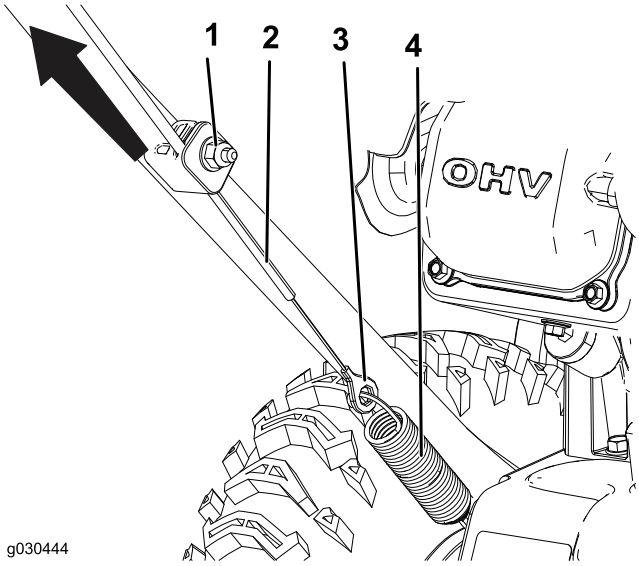

Rysunek 24
1. Poluzuj nakrętkę na dolnym zacisku linki (Rysunek 24).
2. Naciągnij linkę, aby zmniejszyć luz (Rysunek 24).
3. Przytrzymaj linkę w ustawionym położeniu i dokręć nakrętkę (Rysunek 24).